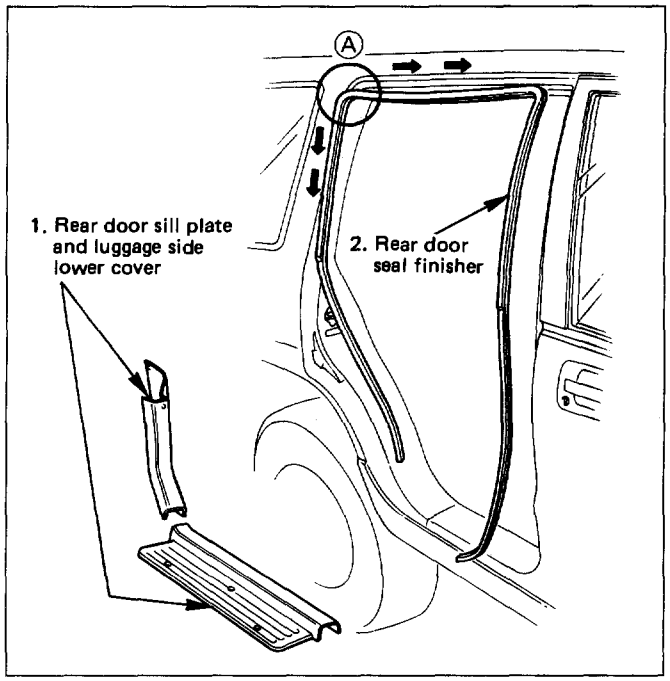

Fig. 10-95
- Insert the finisher into the Ⓐ corner and install the finisher in the arrow-marked directions. (Fig. 10-95)